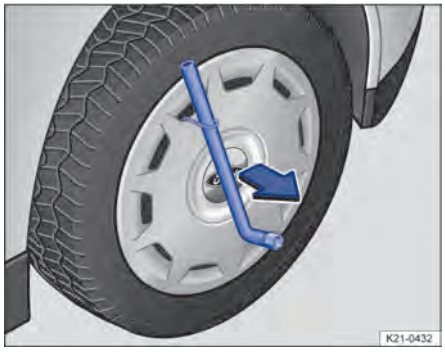

Fig. 231 Desmontar el tapacubos integral (representación esquemática).
3. Extraiga el tapacubos tirando del gancho en el sentido de la flecha. En caso necesario, utilice una llave de rueda para tirar → Fig. 231.